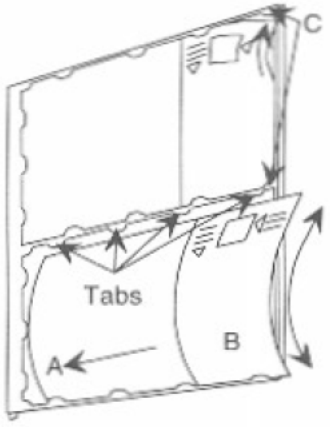

Figure 2-3. Loading the Title Page Holder (2 of 6 Pages Shown)
4. Insert the CD booklet under the top and bottom tabs of the title page . Slide the CD booklet over until the it is trapped by the molded stops on the title page holder *(See Figure 2-3, Ref. A).*
5. Insert the folded title strip under the top and bottom tabs of the title holder. Slide the title strip until the disc number shows in the opening of the title strip and the title strip is locked in place by the molded stops *(See Figure 2-3, Ref. B).*
6. All of the tabs surrounding the CD booklet and title strip should be holding them in place. If you missed a tab, carefully tuck the loose paper under the tab as shown in *Figure 2-3, Ref. C.*